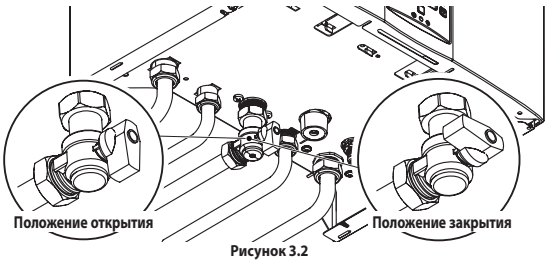

Рисунок 3.2
- Краны котла, а также краны, предусмотренные при установке, должны быть открыты (Рисунок 3.2).
- перекрыть краны котла (Рисунок 3.2);